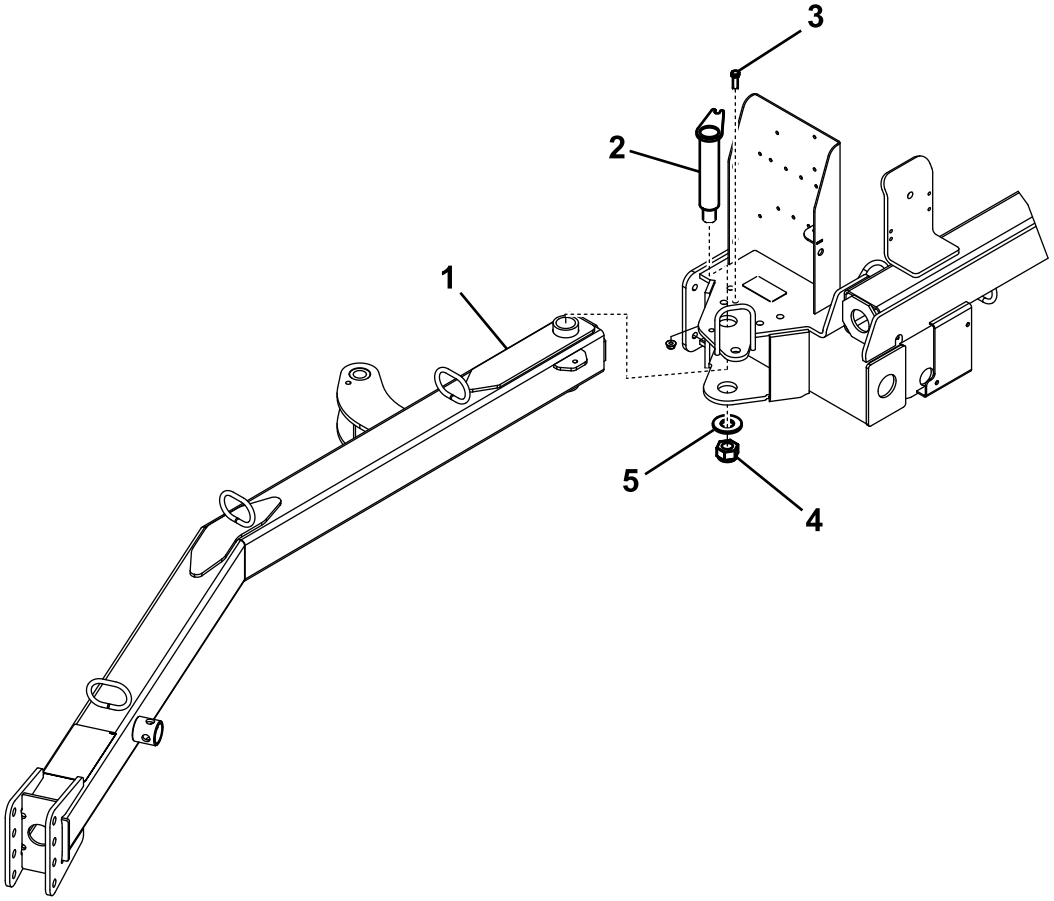

Figuur 3
1. Steek het achterste uiteinde van de trekhaakkoppeling tussen de bevestingsplaatjes op de machine en zorg er hierbij voor dat de montageopeningen in een lijn staan (Figuur 3).
2. Steek de koppelpen door de bevestigingsplaatjes en de trekhaakkoppeling (Figuur 3).
3. Zet de bovenkant van de koppelpen vast aan het bevestigingsplaatje met een bout (⅜" x 1¼") en een borgmoer (⅜") zoals getoond in Figuur 3.
4. Zet de onderkant van de koppelpen vast met een grote ring, grote moer en een stelschroef met vierkante kop (Figuur 3).